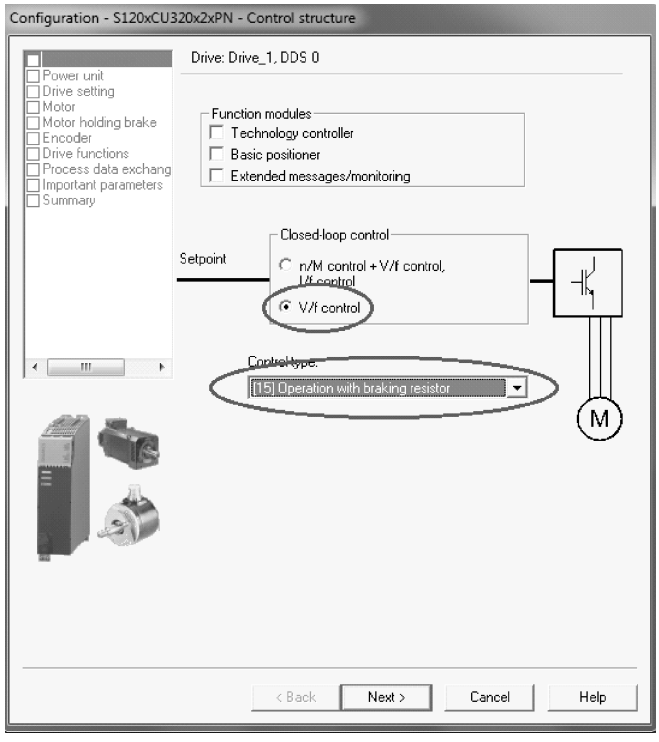

图 8-10　控制方式设置
4）在控制方式下选择“(15) Operation with braking resistor”，如图 8-10 所示。